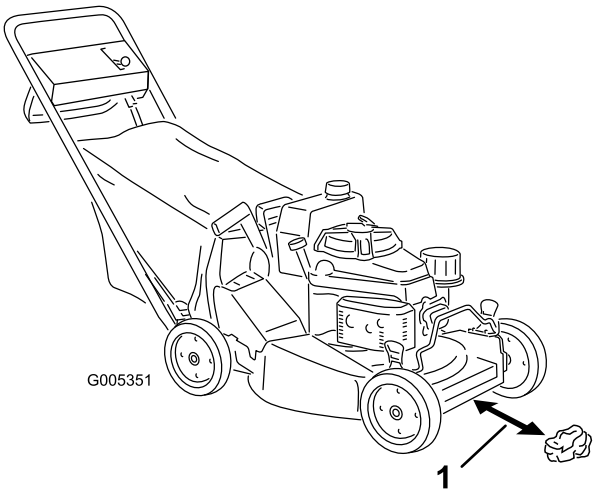
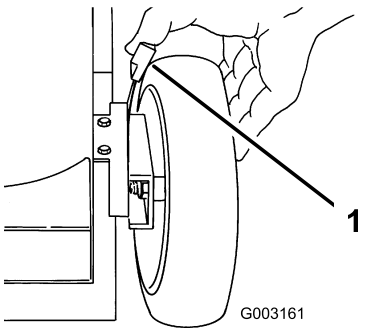

Rysunek 16
Rysunek 21
3. Ustaw wszystkie 4 koła na wysokość koszenia 64 mm (Rysunek 21).
4. Ustaw drążek regulacji prędkości na bieg jałowy (N).
5. Weź pół arkusza gazety i zgnieć go w kulkę tak małą, aby można było ją włożyć pod podwozie (o średnicy około 76 mm), tak jak przedstawia to Rysunek 16.
6. Umieść kulkę z gazety w odległości 12,7 cm z przodu kosiarki (Rysunek 16).
A. Umieść gazetę zwiniętą w kulkę w odległości 12,7 cm z przodu kosiarki (Rysunek 16).
1. Pociągnij dźwignię regulacji wysokości koła w stronę koła (Rysunek 21) i przestaw ją do wymaganego ustawienia.